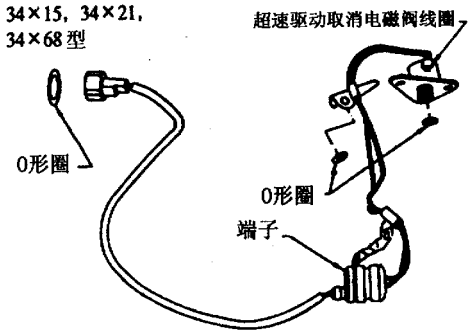

图 9－6－19　拆下 O 形圈
(6) 如图 9－6－20 所示，从 OD 取消电磁阀线圈、锁止离合器电磁阀和电气配线端子体上拆下 O 形圈（34×69，34×70 型）。